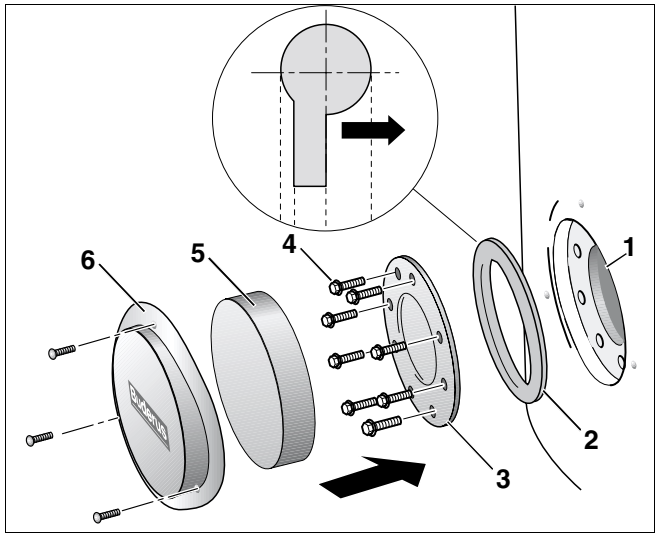

Afb. 13 Reinigingsopening monteren
- Plaats de nieuwe dichting van het handgatdeksel (afb. 13, **pos. 2**) in de reinigingsopening (afb. 13, **pos. 1**). Neem daarbij de correcte positie van de dichting van het handgatdeksel in acht: de bedrukking „dekselzijde" moet in de richting van het handgatdeksel wijzen.
- Draai de zeskantbouten (afb. 13, **pos. 4**) in het handgatdeksel (afb. 13, **pos. 3**) handvast aan.
- Plaats de isolatieschijf (afb. 13, **pos. 5**) en monteer de afdekking van het handgatdeksel (afb. 13, **pos. 6**).